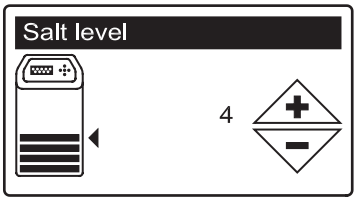

FIG. 19
5. Press the SELECT (○) button to display the Salt level screen (See Figure 19). The light inside the salt tank will turn on.